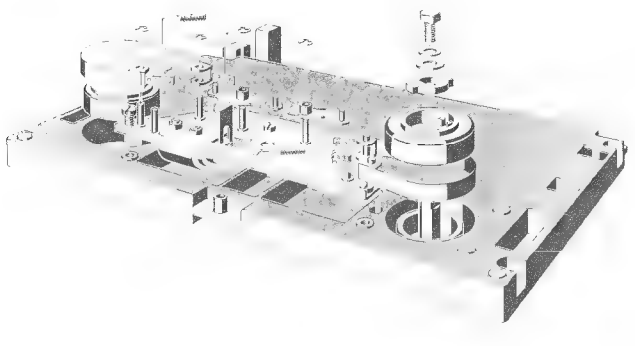

Fig. 4.2.–2
4.2.1. Mesure du moment de freinage (fig. 4.2.–1)
4.2.2. Einstellen der Bremsen (Fig. 4.2.–2)
4.2.2. Adjustment of braking torque (fig. 4.2.–2)
4.2.2. Réglage des freins (fig. 4.2.–2)